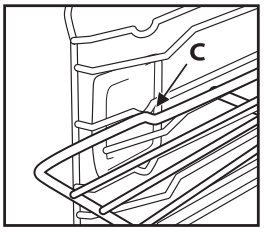

Fig. 3
3. Anbring igen risten i vandret position, og skub den helt ind "C" (Fig. 3).